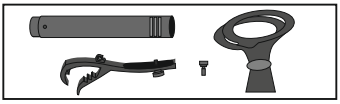

figura 2
1. Use el tornillo incorporado para uniir el soporte con la 8inza (ver figura 2).